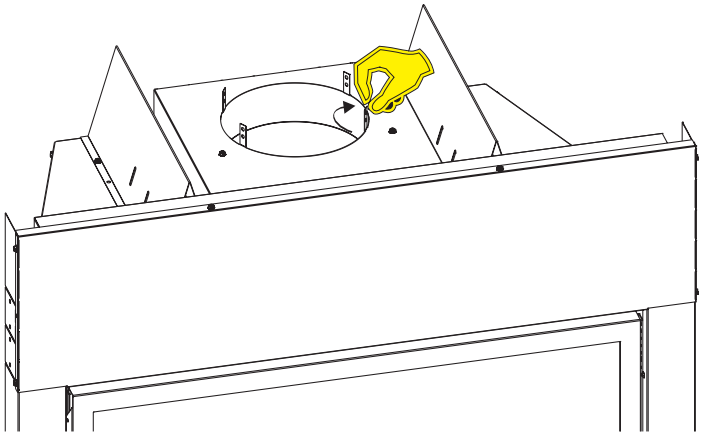

Figure 20
1. Hand bend the tabs up on the Outer Wrapper Top Assembly as shown in **Figure 20.**